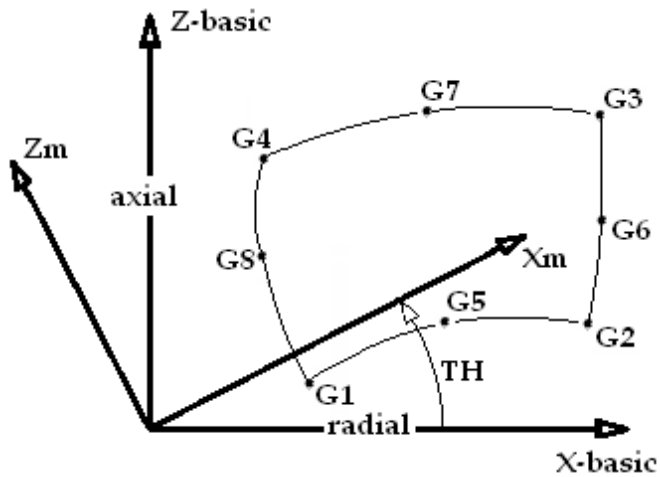

Figure 11-26. CCHOCK8 Element Geometry and Coordinate Systems, XZ-Plane
4. For orthotropic materials, the THETA angle orients the principal material coordinates of the element relative to the basic coordinates. Figures 11-26 and 11-27 show the positive sense of the THETA angle when the element is defined on the XZ-plane and XY-plane, respectively.